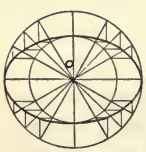

Fig. 35.
16. To Construct an Ellipse.—An ellipse is similar in appearance to a flattened circle and has a long and short diameter. See Fig. 35. To construct an ellipse, having given the two diameters, draw two circles using the same point for the centers. Make one circle with a radius one-half the short diameter of the ellipse and the other with a radius one-half the long diameter. From the center **o**, draw any number of radii, intersecting both circumferences. From the intersections of the radii with the larger circumference, draw vertical lines. From the intersections of the radii with the smaller circle,